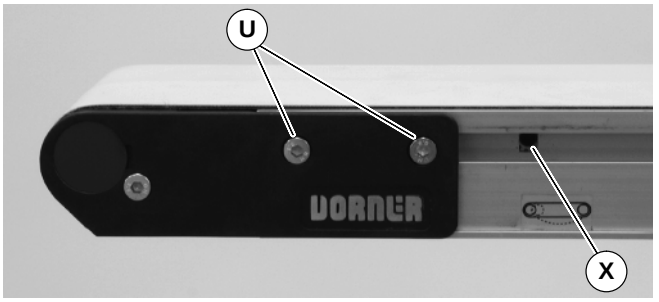

Abbildung 8
5. Mit einem 5 mm Innensechskantschlüssel das Ritzel drehen (X siehe Abbildung 8), um das Förderband zu spannen. Die Befestigungsschrauben (U) zu beiden Seiten des Förderbandes mit 7 Nm festziehen. Für die richtige Spannung verweisen wir auf „Einstellen des Spannendes am Fördergurt“ auf Seite 15.